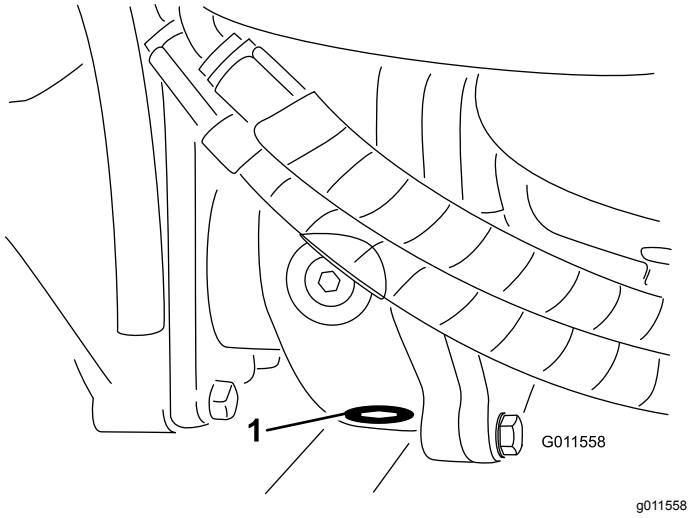

Figur 91
5. Rengör området kring avtappningspluggen på botten av växellådan (Figur 91).